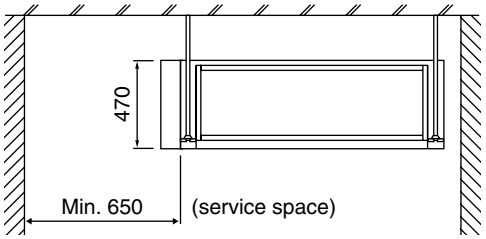

Fig. 1 (length : mm)
(1) Select an installation site where the following conditions are fulfilled and that meets with your customer's approval.
- Where sufficient clearance for maintenance and service can be ensured. **(Refer to Fig. 1)**